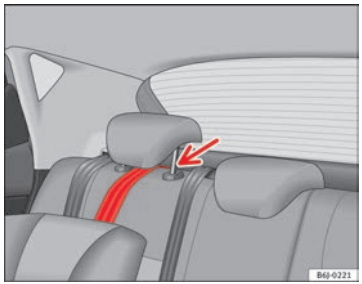

Fig. 28 Correa de sujeción: correcto ajuste y montaje
– Dirigir la correa de sujeción del Top Tether por debajo del apoyacabezas de la plaza posterior ⇒ fig. 28 (levantar el apoyacabezas si es necesario).